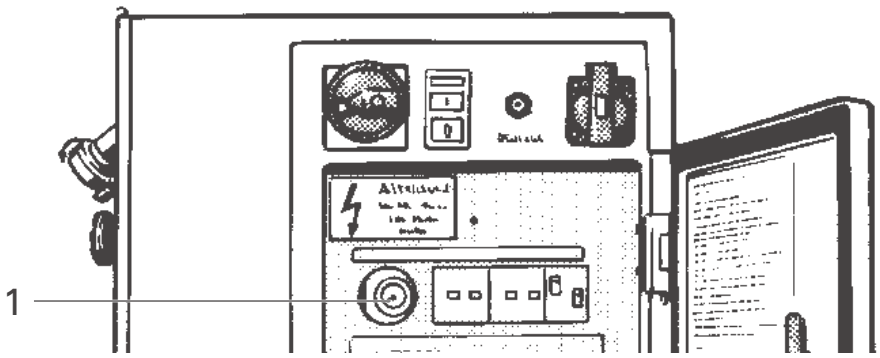

Fig. 16: Time relay
- Open S40 MR/MRS switch cabinet and set time relay (Figure 16, 1) to the recorded time.